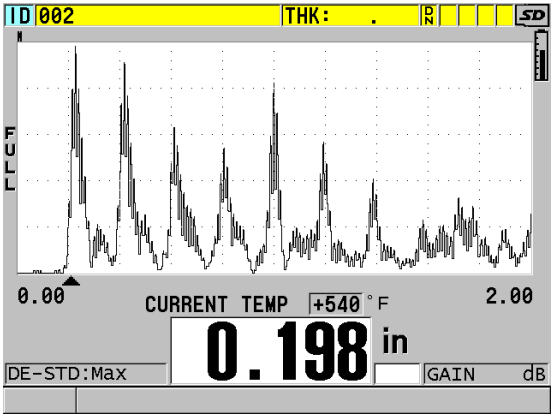

Rysunek 10-19 Wyświetlanie danych o kompensacji temperatury
4. Naciśnij klawisz **[MEAS]**, aby wrócić na ekran pomiaru z aktywną kompensacją temperatury (patrz Rysunek 10-19 na stronie 189).